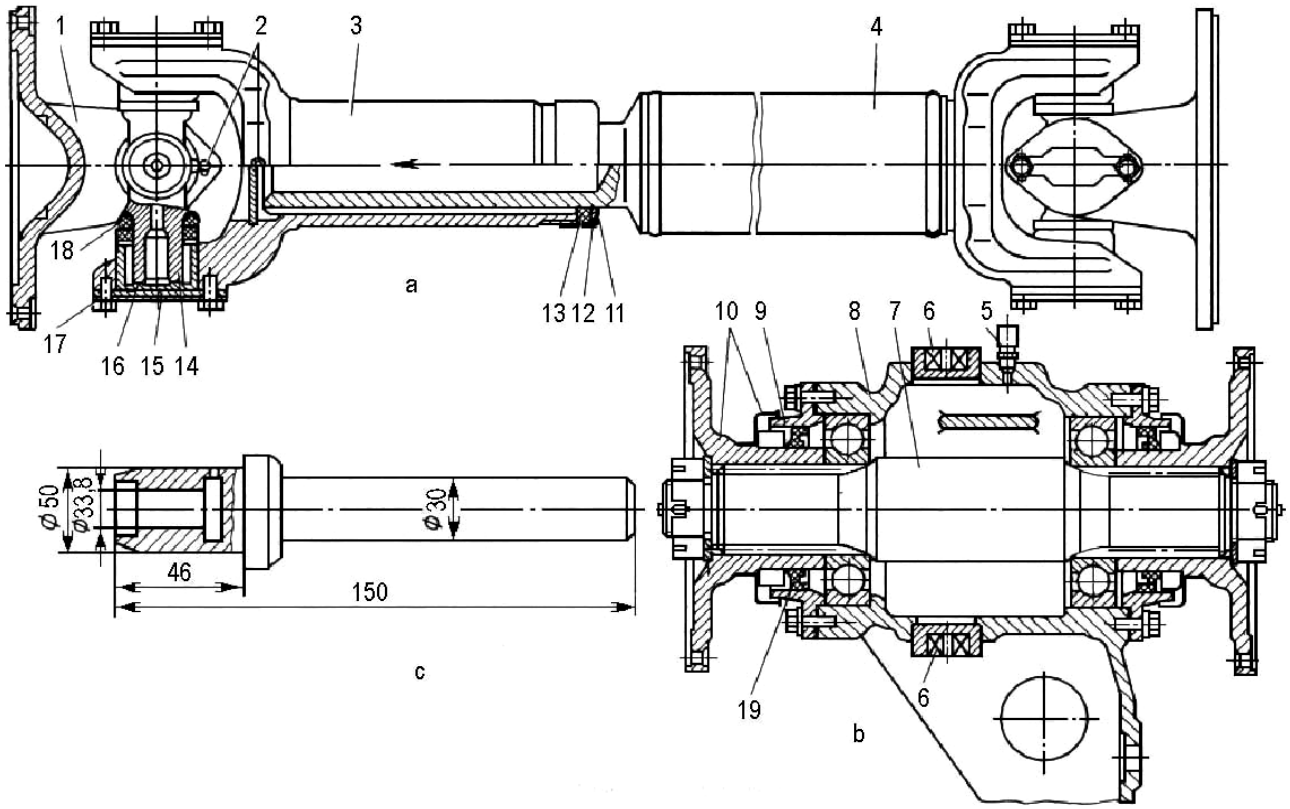

Рис. 27. Карданная передача:
Разборка карданных валов производится на стенде, а при его отсутствии – в тисках. Перед разборкой карданных шарниров отвинчивают обойму 11 (рис. 27), с вала снимают скользящую вилку 3, шайбу 12 и уплотнительное кольцо 13. После этого, закрепив вилку или вал, приступают к разборке карданного шарнира.
1. Завести крестовину в отверстия вилок, после чего напрессовать на шейки торцевые уплотнения 18. Для напрессовки торцевого уплотнения необходимо пользоваться специальной оправкой (см. рис. 27).